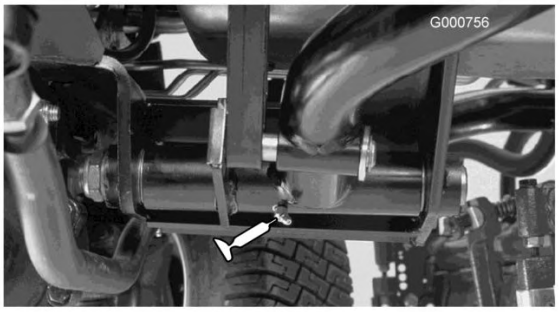

Bild 36
- Hintere Hubarm-Drehbüchsen (2) (Bild 36)